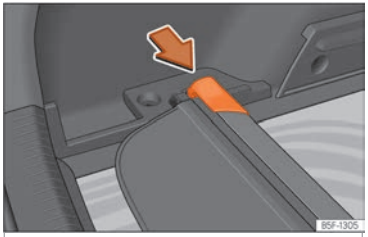

Abb. 128 Im Gepäckraum: Aufnahme zum Verstauen der aufrollbaren Abdeckung.
- Drücken Sie den Kopfteil der aufrollbaren Abdeckung in Pfeilrichtung, bis diese in der vorgesehenen Aufnahme einrastet ››› **Abb. 128**.